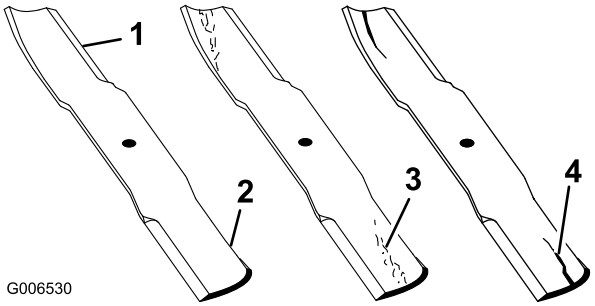

Figure 49
1. Inspect the cutting edges (Figure 49). If the edges are not sharp or have nicks, remove and sharpen the blades; refer to Sharpening the Blades.
2. Inspect the blades, especially the curved area (Figure 49). If you notice any damage, wear, or a slot forming in this area (item 3 in Figure 49), immediately install a new blade.